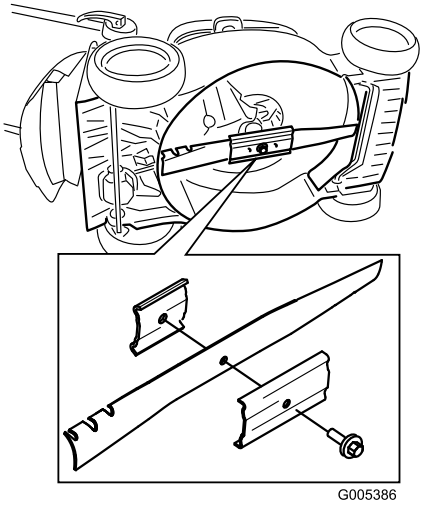

Figur 31
2. Tip plæneklipperen over på siden med luftfilteret opad (Figur 31).